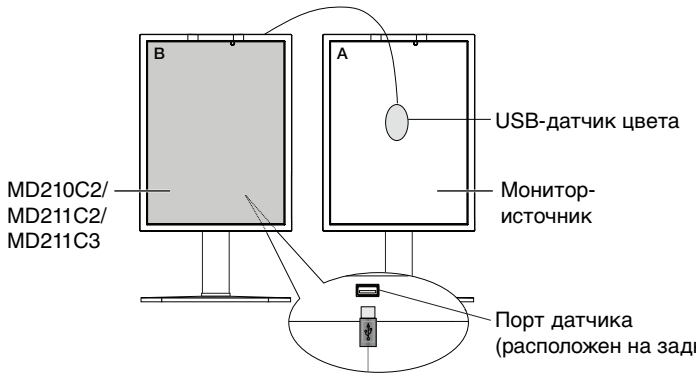

Рисунок C.1
1. Для того, чтобы показать меню CALIBRATION, вставьте USB-датчик цвета в порт датчика (**Рисунок C.1**) или выберите в расширенном меню опцию STAND ALONE CALIBRATION (АВТОНОМНАЯ КАЛИБРОВКА) (стр. 23).
4. Для выполнения данной процедуры необходимо поместить USB-датчик цвета в центр панели дисплея (**Рис. C.4**). Наклоните панель дисплея примерно на 5° назад и поместите USB-датчик цвета в центр панели дисплея (**Рис. C.1**).